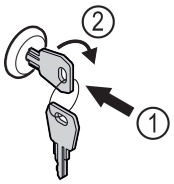

Fig. 120 Reprezentare exemplificatoare
▶ Introduceți cheia prin apăsare *Fig. 120 (1)*.
▶ Rotiți cheia cu 90° în sensul acelor de ceasornic *Fig. 120 (2)*.